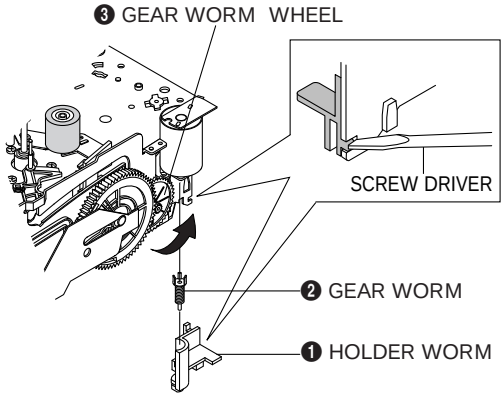

Fig. 1-32
4) Rotate Gear Worm Wheel ❸ counterclockwise using screw driver again up to the state of eject mode and then pick out the tape. (Refer to Fig. 1-32)